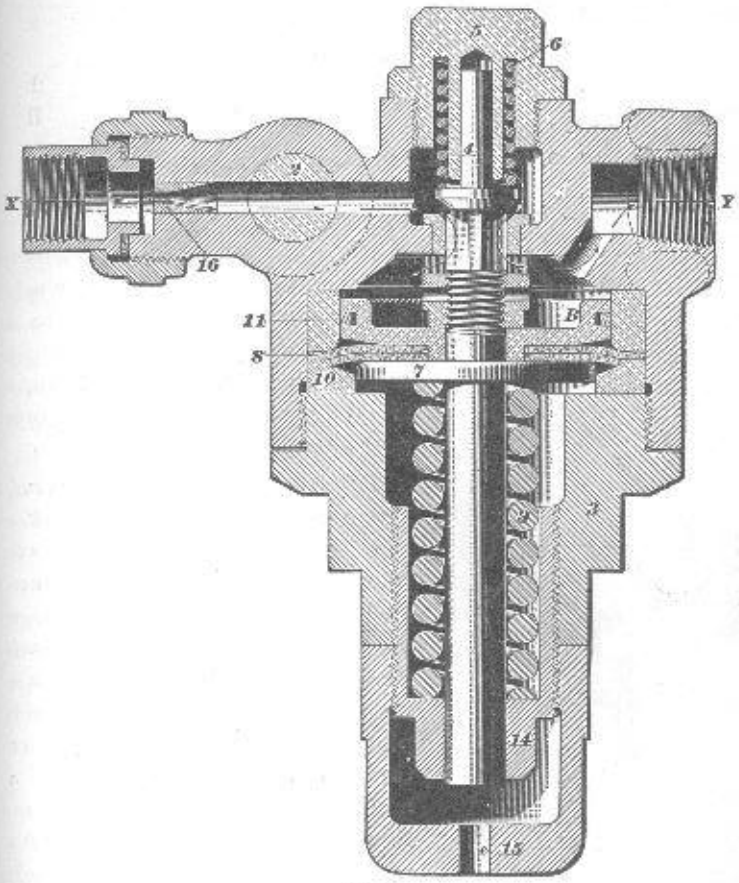

Fig. 5
4. The improved reducing valve is shown in Fig. 5; *16* is a choke plug that restricts the flow of air through the valve so that the reducing valve cannot supply air to the signal pipe faster than the car discharge valve can reduce the pressure; *2* is a plug cock that, in the position here shown, is allowing air to enter the reducing valve, but, when turned at right angles to its present position, cuts the valve out of service; *3* is the lower cap; *4*, the supply valve; *5*, the supply-valve cap nut; *6*, the supply-valve spring; *7*, the reducing-valve piston; *8*, a rubber diaphragm consisting of two pieces of rubber; *9*, the regulating spring; *10*, the diaphragm ring; *11*, the piston packing ring (which, together with the diaphragm, serves to prevent leakage of air past piston *7*); *14*, the regulating nut by means of which the tension of the spring *9* is adjusted; and *15*, the check-nut. The passage *e* is to allow any air leaking past the piston *7* to escape to the atmosphere.
12. If no air passes into the signal pipe, first see whether the cocks on each side of the hose between the tender and train have been opened. If so, plug cock *2* may be closed, or the opening in plug *16* of the reducing valve, Fig. 5, may be stopped up with oil and dirt, or the lining in the hose may be loose and blocking the passage; or, if the weather is cold, the signal pipe on the engine or tender may be stopped up with ice, or the reducing valve may be frozen up.